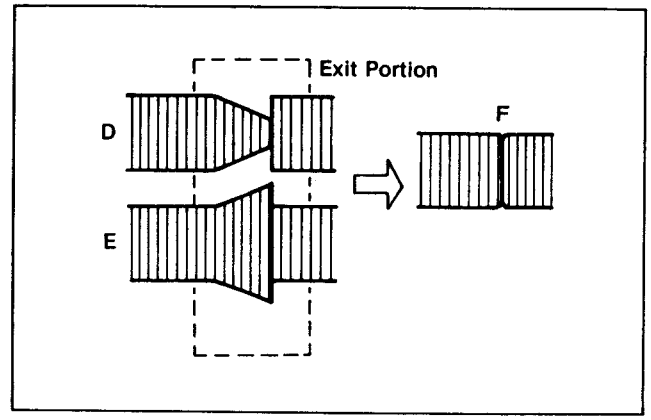

Figure M13
7. Adjust the tape guide post (P3) in the same manner as the P2 post so that the exit portion becomes flat as shown in "F" in Figure M13.